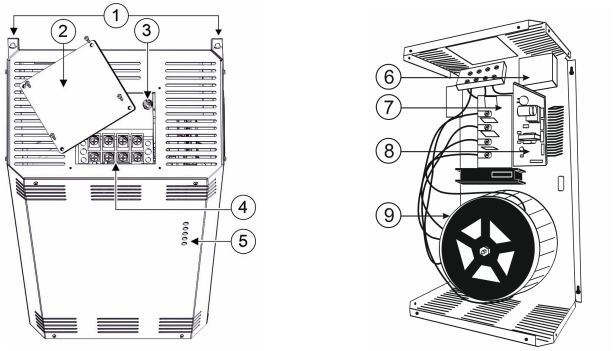

Рисунок 1. Общий вид стабилизатора и его функциональных блоков:
Стабилизаторы серии SKAT ST выполнены в металлическом корпусе, окрашенном порошковой эмалью (см. Рис. 1). Сверху имеются проушины для вертикального крепления (1) и съёмная металлическая крышка (2), прикрывающая клеммную колодку (4). Рядом с клеммной колодкой находится клемма заземления (3).